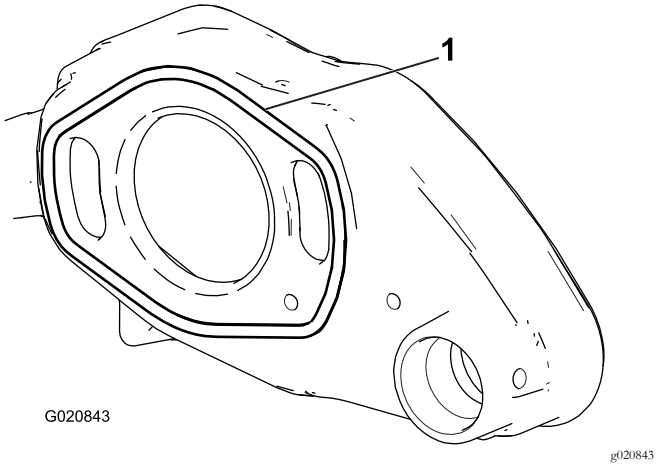

Figure 5
1. Posez le joint torique neuf dans l'arrière du carter du groomer et lubrifiez légèrement les surfaces exposées du joint torique avec la graisse synthétique (Figure 5).